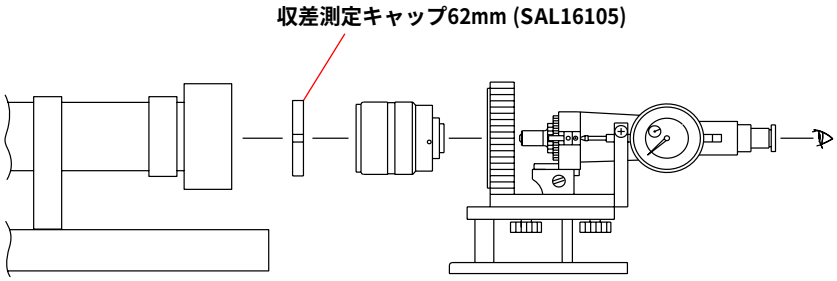

Fig.4-7-1
2)　Fig.4-7-1 のようにレンズ前面に収差測定キャップ(F8 相当)を取り付け，フランジバック値(f'F)を測定する。